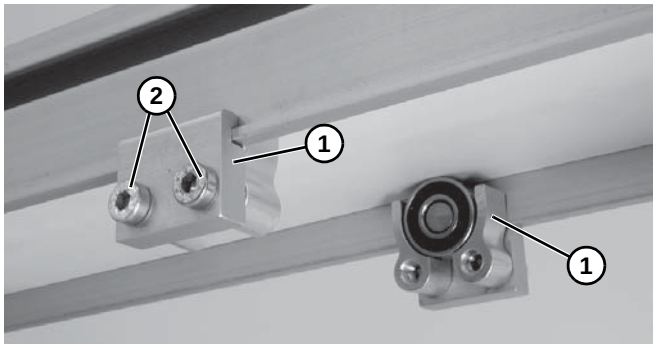

Abbildung 14
3. Rollenbaugruppen **(Abbildung 14, Teil 1)** wie gezeigt einbauen. Schrauben **(Abbildung 14, Teil 2)** auf 7 Nm festziehen.